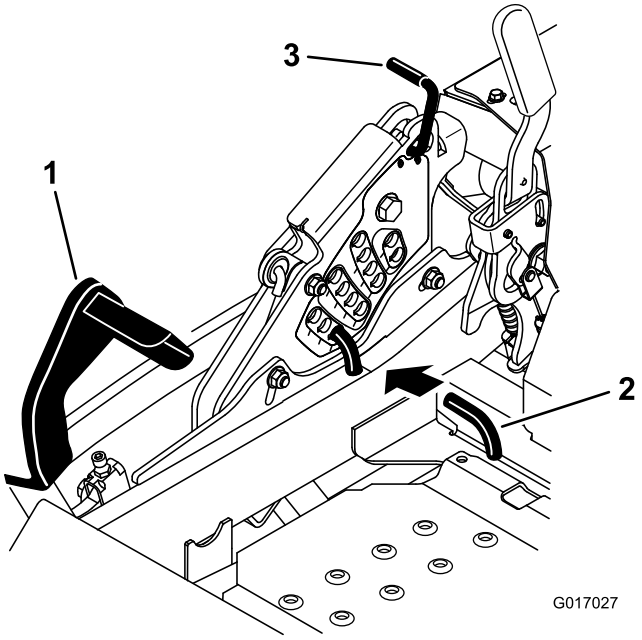

Figuur 85
5. Druk het voetpedaal helemaal in en het maaidek wordt vergrendeld in de transportstand van 14 cm (Figuur 85).